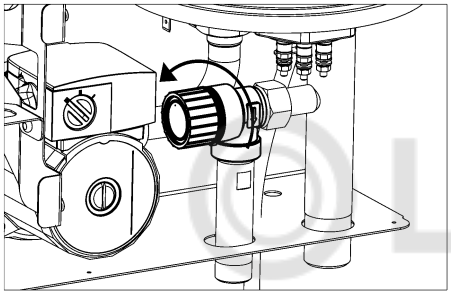

Рисунок 15. Поворот крышки клапана
12.4 В начале отопительного сезона перед запуском котла необходимо выполнить промывку предохранительного клапана – повернуть поворотную крышку в направлении стрелки (см. рис. 15).